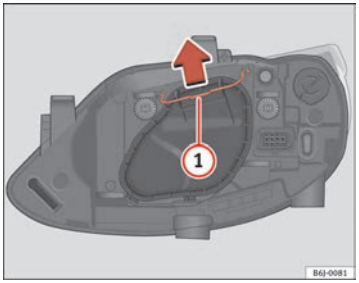

Fig. 138 Dipped beam/main beam, single headlight
– Remove the loop ⇒ page 213, fig. 138 (1) in the direction of the arrow and remove the cover.